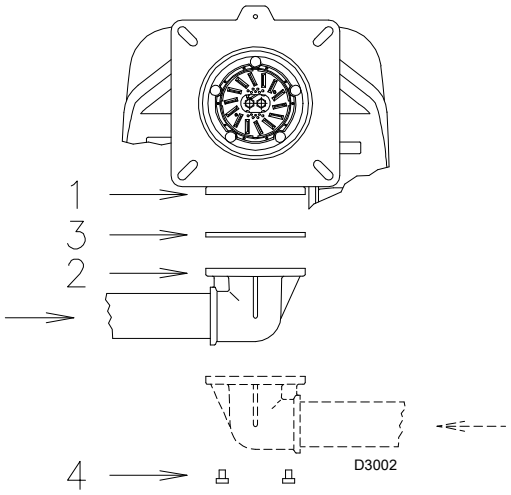

图 31
- 燃气阀组必须通过随附的法兰 2)、垫片 3) 和螺丝 4) 连接到燃气接口 1)(图 31) 上。
- 燃气阀组可从燃烧器右侧或左侧安装，视安装便利程度而定，见 图 31。